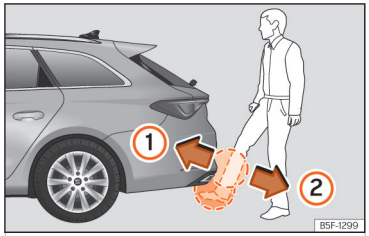

Abb. 83 Heckklappe mit sensorgesteuerter Öffnung (Easy Open).
- Mit einer schnellen Bewegung nähern Sie einen Fuß und unteren Beinteil so weit wie möglich dem Stoßfänger. Der untere Beinteil muss sich dem oberen Sensorbereich, und der Fuß dem unteren Sensorbereich nähern ››› (Abb. 83) ①.
- Entfernen Sie den Fuß und den unteren Beinteil mit einer schnellen Bewegung aus dem Sensorbereich ››› (Abb. 83) ②. Die Heckklappe öffnet sich selbsttätig.